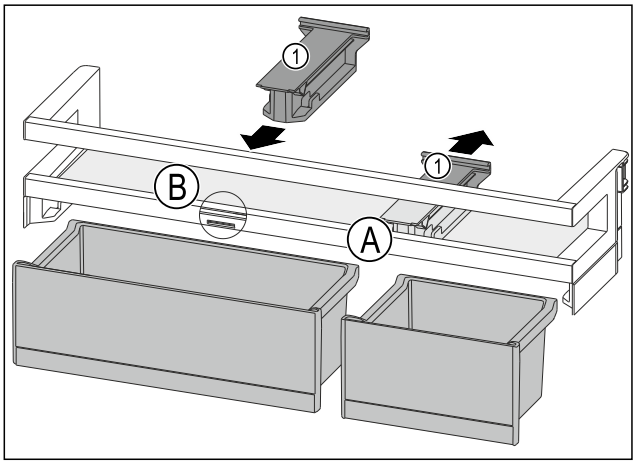

Fig. 158
▶ Desprindeți piesa de susținere *Fig. 158 (1)* din poziție *Fig. 158 (A)* spre spate.
▶ Introduceți piesa de susținere *Fig. 158 (1)* în poziție *Fig. 158 (B)*.